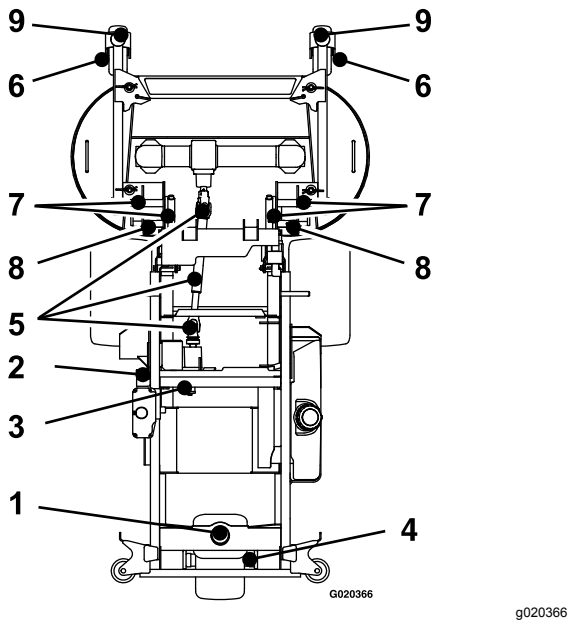

Figur 30
5. Smør pumperemmens styrearm (Figur 30).